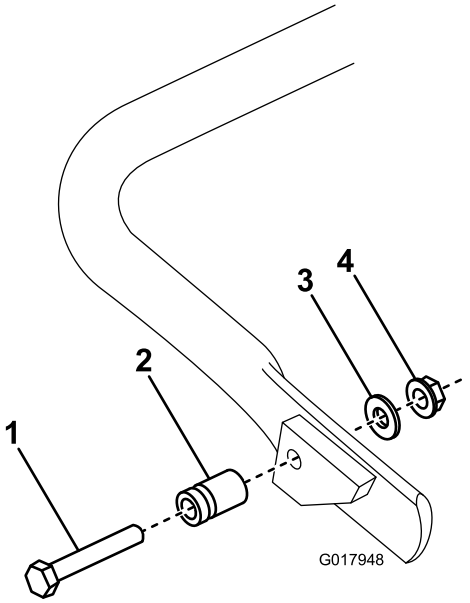

Figur 5
1. **Kun for GR1600**. Koble fjærbolten til høyre side av støtten (Figur 5) med bolten, skiven og flenshodemutteren som fulgte med.